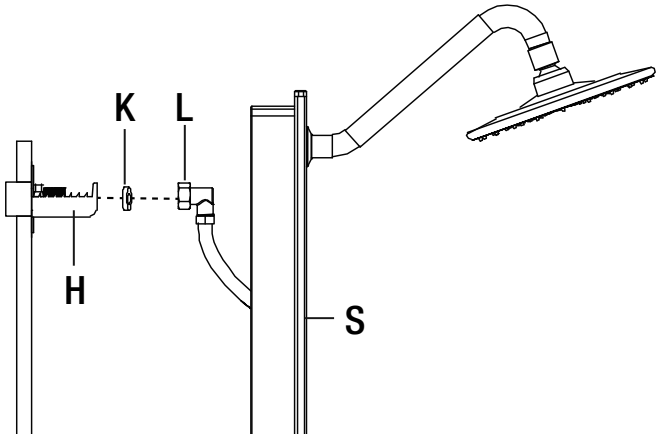

Fig.15
- Connect L-fitting (L) to brass connector assembly using restrictor (K), see Fig. 15.